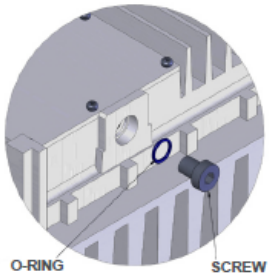

FIGURE 3
4. Using a slender pen, flip the Frequency Select Switch (Figure 3) towards the: